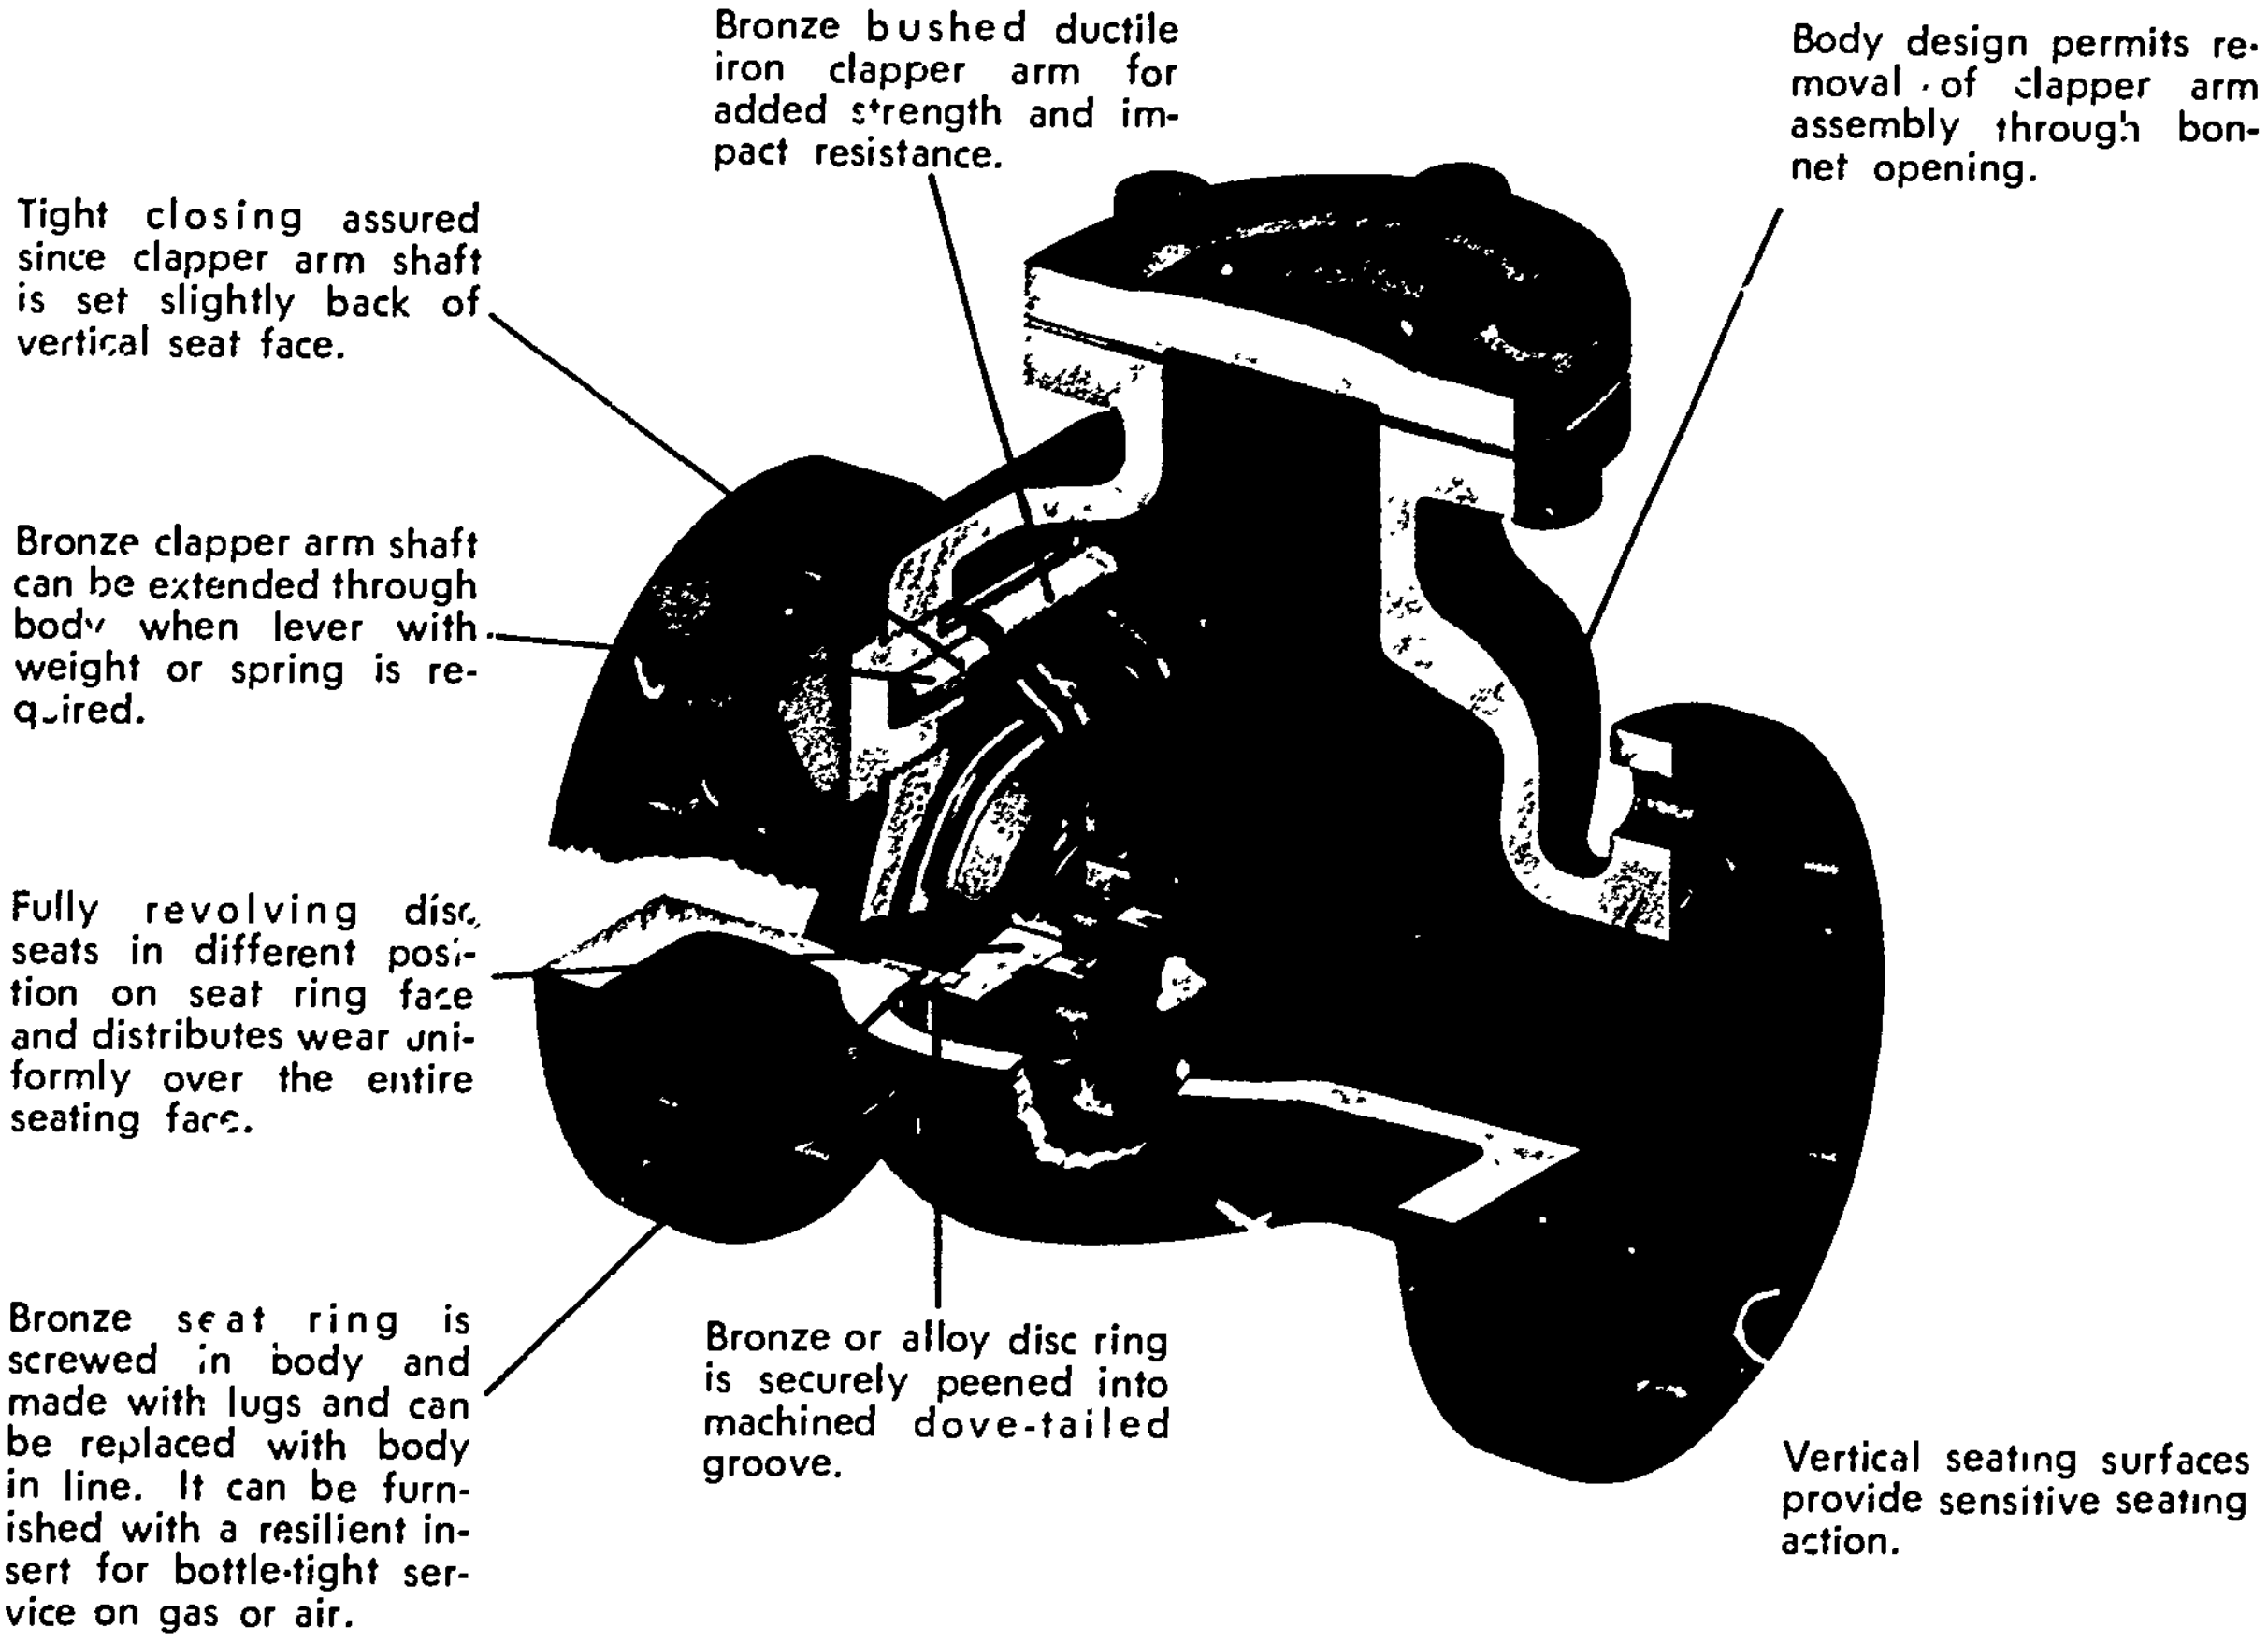

Fig. 18.38 Check valve
18.266 Check Valves (Fig. 18.38)